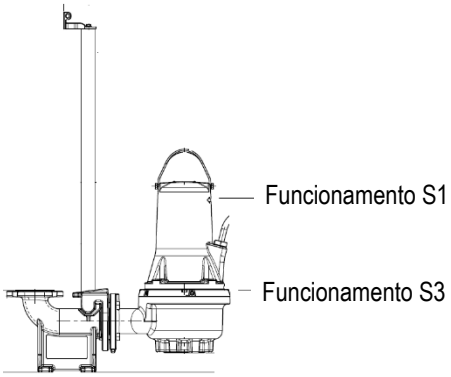

Fig. 2 Níveis de paragem
- **Funcionamento S1** (funcionamento contínuo), a bomba tem de estar sempre coberta pelo líquido bombeado até à parte superior do motor. Consulte a fig. 2.
- **Funcionamento S3** (funcionamento intermitente), a bomba deve ser sempre coberta pelo líquido bombeado até à parte superior do próprio corpo da bomba. Ver fig. 2 (só para versões não antideflagrantes).